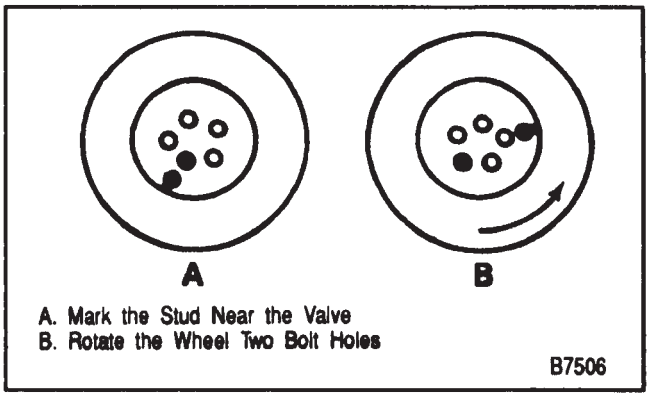

Figure 15—Tire and Wheel Assembly to Hub/Rotor Vectoring
1. Mark the wheel hub bolt nearest the valve stem for reference (figure 15).
2. Rotate the assembly two wheel hub bolts and recheck the runout (figure 15).